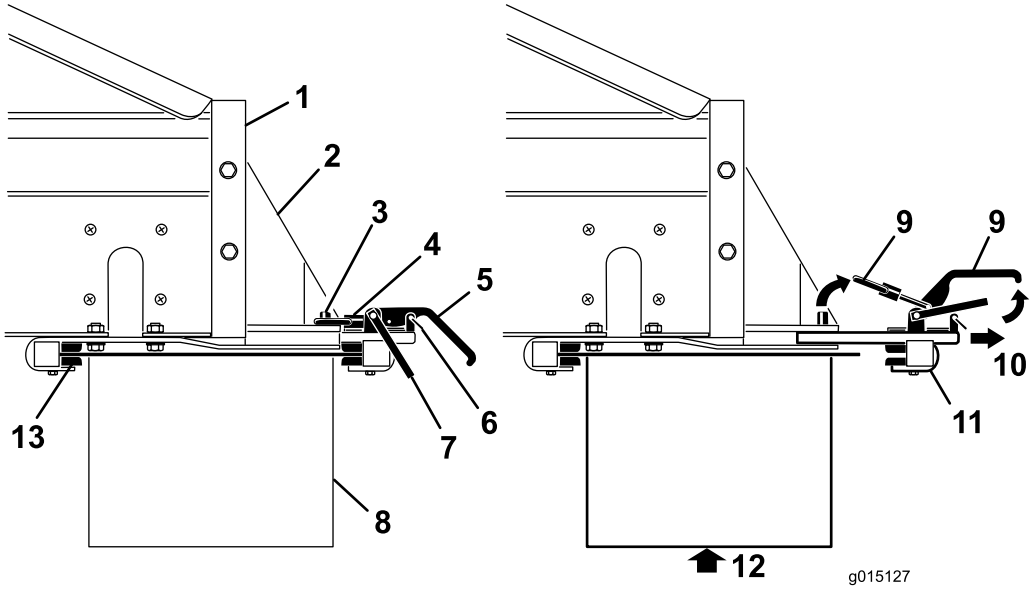

**Figur 37**
3. Fjern sikkerhetslåsklipsene fra klemmehåndtakene (Figur 37).
4. Løft sikkerhetslåsen, løft deretter klemmehåndtakene for ekstrautstyret, og frigjør låseringene fra låsestiftene (Figur 37).
5. Skyv bakre klemme for tilleggsutstyr ut av hurtigfestesporene (Figur 37).
6. Med hjelp fra en annen person, før inn fremre kant av krysstransportbåndet/svivelen opp og under bak på MH-400 inn i frontklemmene på brakettene (Figur 37).
7. Samtidig som du støtter krysstransportbåndet/svivelen, skyv bakre klemme for tilleggsutstyret tilbake inn i sporene på brakettene og over bakre kant (Figur 37).
9. Reinstaller sikkerhetslåsklipsene på klemmehåndtakene (Figur 37).